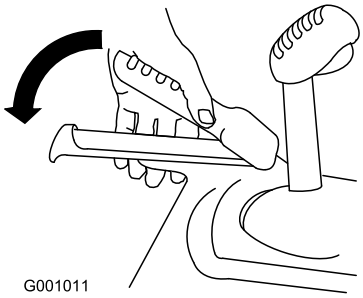

Figur 19
3. Klem traktionsgrebet til venstre for håndtaget (Figur 19).
6. Klem traktionsgrebet til venstre for håndtaget (Figur 19).